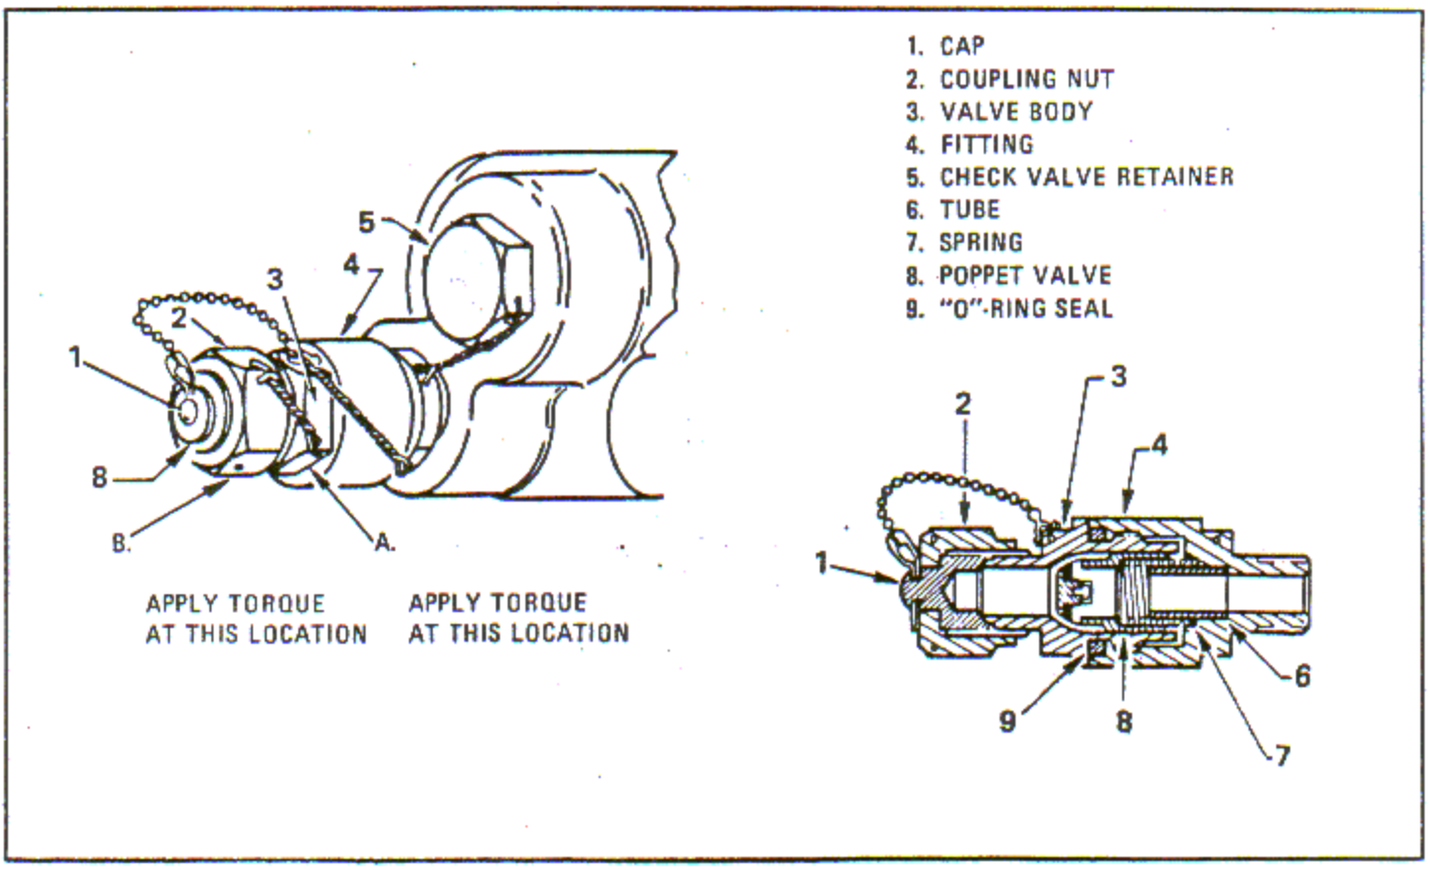

Figure 6-27. Pre-Oil Check Valve Assembly
a. Remove the lockwire and unscrew the valve body (3, figure 6-27) from the fitting (4). Remove the coupling nut (2) and cap (1) from the valve body.
b. Remove and discard the O-ring seal (9).
c. Remove and discard the poppet valve assembly (8).
d. Remove and discard the valve tension spring (7).
f. Reassemble the pre-oil check valve in the reverse order of disassembly, replacing the spring (7), poppet valve (8) and O-ring seal (9).
g. Torque the valve body (3) and fitting (4) to 450 inch-pounds.
h. Torque the valve coupling nut (2) to 80 - 100 inch-pounds.
i. Lockwire the pre-oil check valve fitting (4) to the oil pump check valve retainer (5) as shown.
j. Lockwire the pre-oil check valve body (3, figure 6-27) to the fitting (4) as shown.
k. Lockwire the pre-oil coupling nut (2) to the valve body (3) as shown.